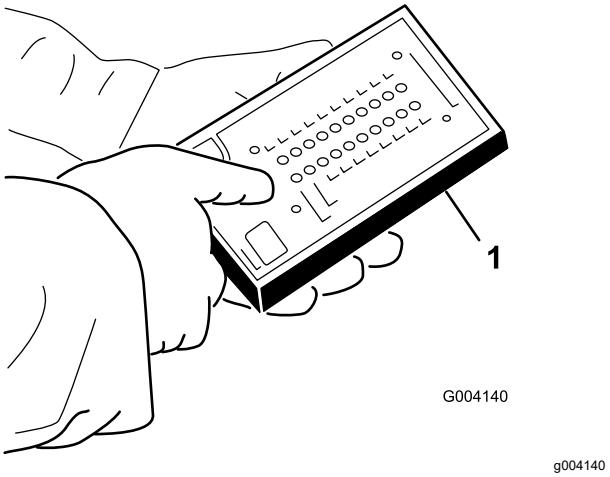

Figur 37
5. Anslut diagnosinstrumentets kontakt till ledningsnätets kontakt (Figur 37).